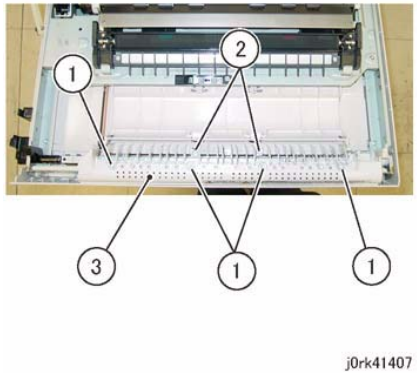

Figure 1 Chute Removal
4. Remove the chute. (Figure 1)